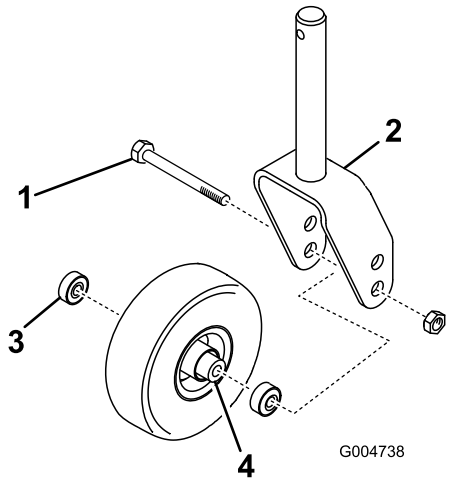
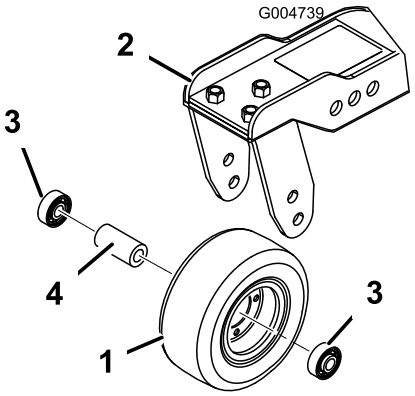

図 80
図 81
1. キャスタホイールアセンブリをキャスタフォークまたはキャスタピボットアーム図 80に保持しているボルトからロックナットを外す図 81。
2. ホイールのハブからベアリングを外す。ベアリングスペーサが落ちてくる図 80 と 図 81。